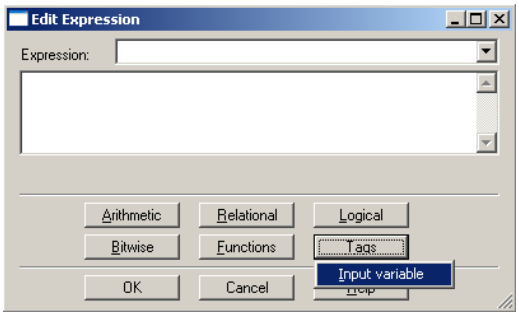

Figure L14.5 - Adding Input Variable to Expression
4. Click on Tags → Input Variable as shown in Figure L14.5.